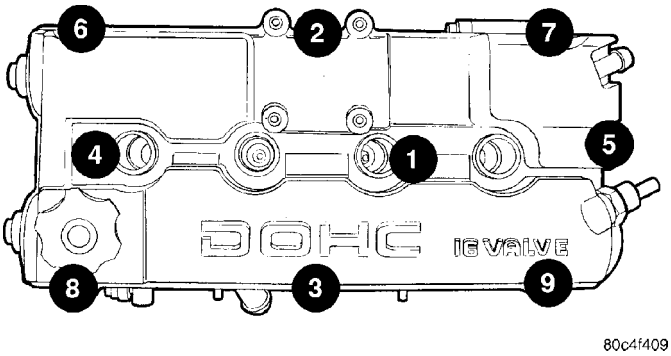

Fig. 32 Cylinder Head Cover Tightening Sequence (Typical Cover Shown)
(4) Install cylinder head cover assembly to cylinder head. Install all bolts, ensuring the single (1) stud used to attach the upper intake manifold support bracket is located in the #8 location as shown in torque sequence diagram (Fig. 32). Tighten bolts in sequence shown in (Fig. 32). Using a 3 step torque method as follows: